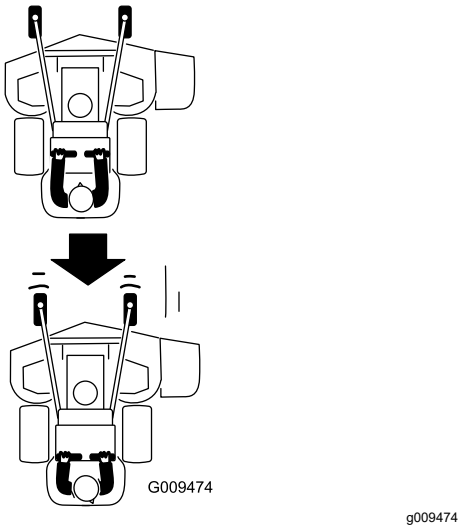

Figura 21
3. Tire lentamente de las palancas de control de movimiento hacia atrás (Figura 21).